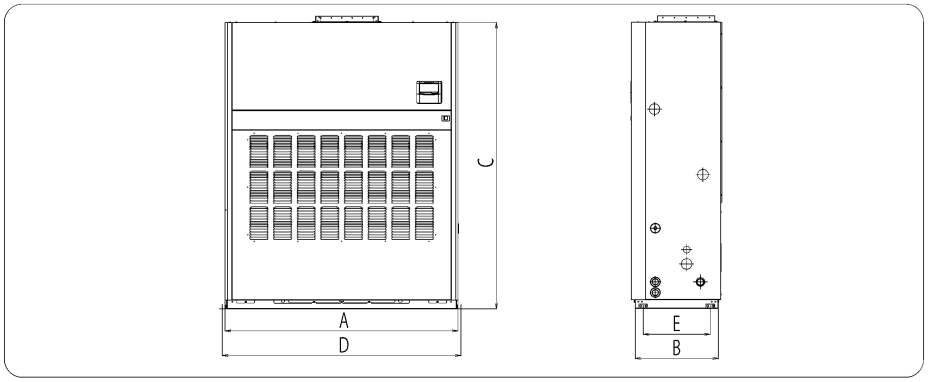

図3
1. アンカーボルトの取付ピッチを確認します。図3を参照してください。